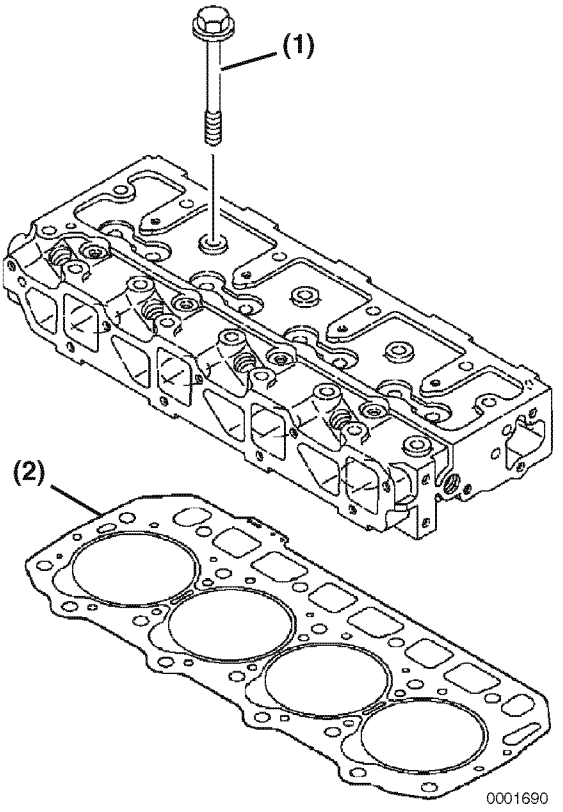

Figure 6-33
1. Carefully clean both the combustion surface of the cylinder head and the top surface of the cylinder block. Then place a new cylinder head gasket **(Figure 6-33, (2))** on the cylinder block.
3. Lightly oil the threads of the cylinder head bolts **(Figure 6-33, (1))**. Tighten the bolts to the specified torque in two steps as shown in the chart below. Tighten in the sequence shown in **(Figure 6-34)**. *See Special Torque Chart on page 6-25 for specification.*